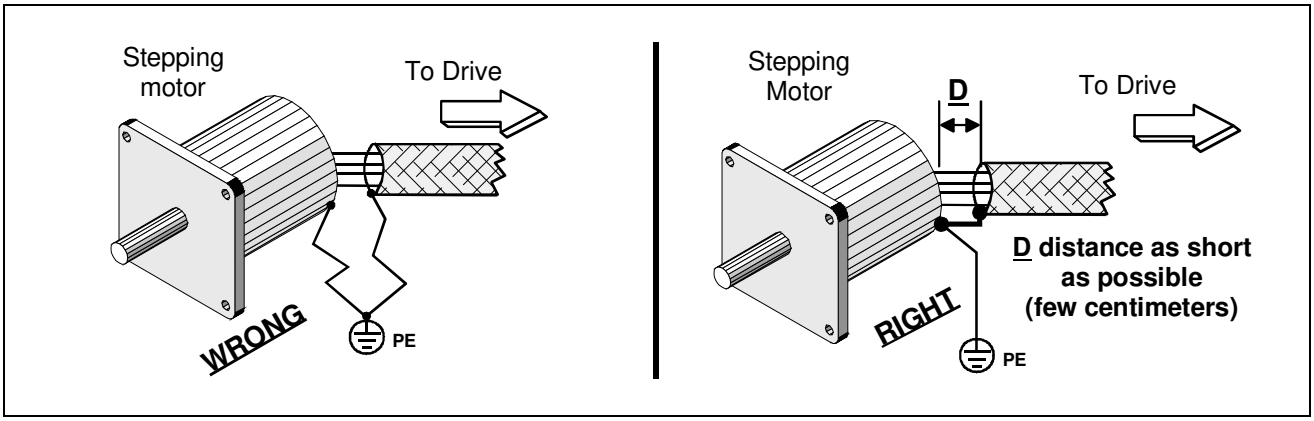

Fig. 12 Shielded connection at stepping motor side.
- Connect earth line to motor chassis. To reduce the radio-frequency emissions, the mechanical connection of motor to machine chassis (by means of mounting flanges and screws), is typically simple and effective solution. In this case, both screws and chassis must be of conductor material and the chassis must be connected to earth. See Fig. 12.